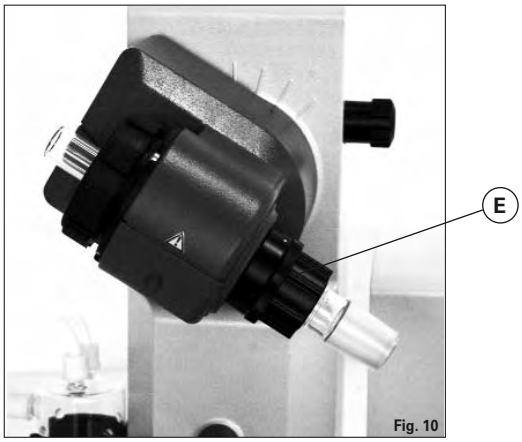

Fig. 10
☞ Verriegeln Sie anschließend diese Arretierung durch Drehen um 60° im Uhrzeigersinn (Fig. 10).
Die Kunststoffmutter (E) dient als Abdrückhilfe für festsitzende Kolbenschliffverbindungen (Fig. 10).